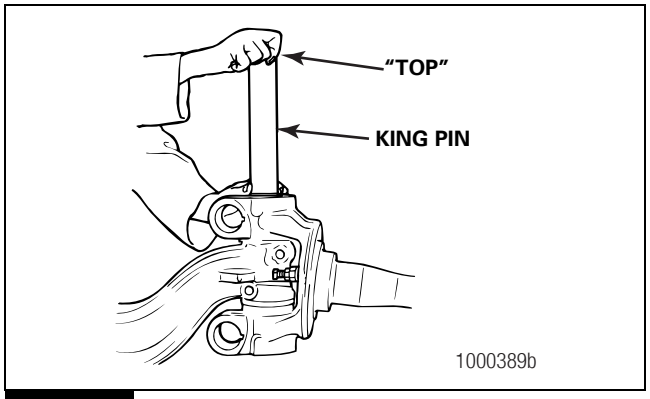

Figure 6.18
11. Verify that you can see the word "TOP," which is stamped on the king pin. Figure 6.18.